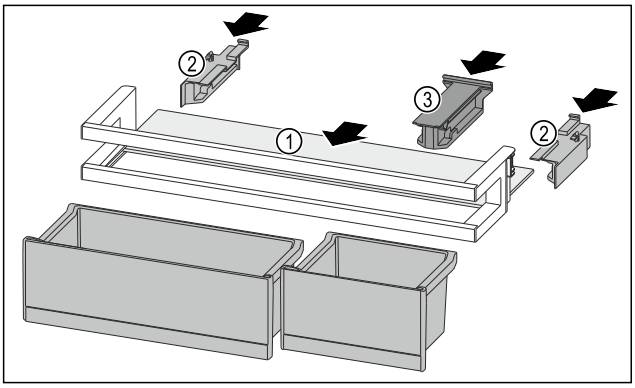

Fig. 242
- ▶ Împingeți în interior raftul *Fig. 242 (1)* în degajările laterale.
- ▶ Introduceți piesele laterale *Fig. 242 (2)*.
- ▶ Introduceți piesa de susținere *Fig. 242 (3)*.